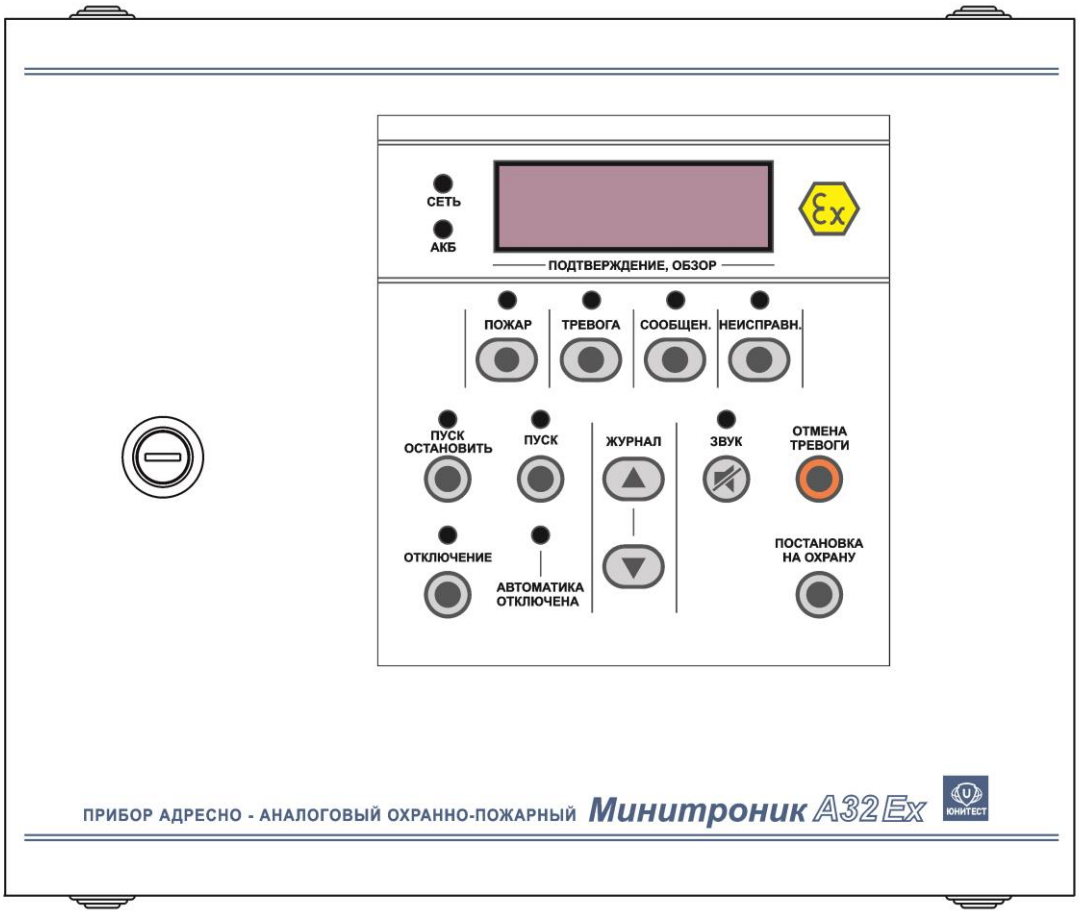

Рис.1. Органы управления и индикации АПКП «Минитроник А32.Ex».
1.13. Органы управления и индикации АПКП показаны на рис.1.